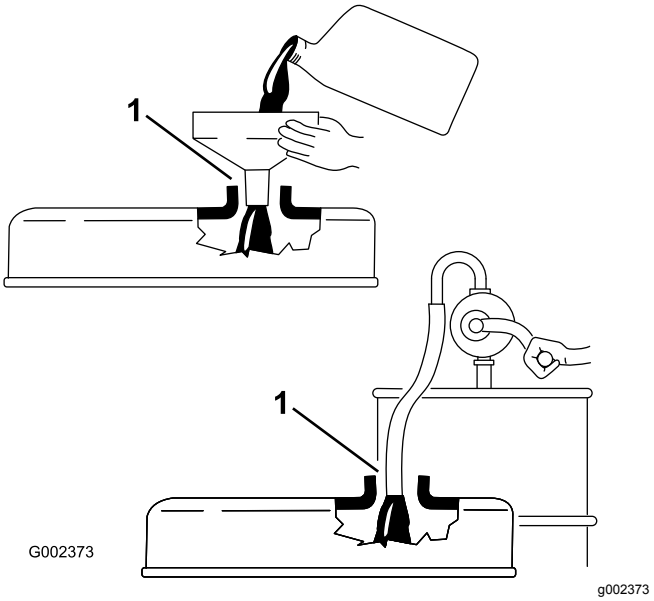

**Bild 36**
***Wichtig:*** **Beim Auffüllen von Motoröl oder Einfüllen von Öl muss ein Abstand zwischen dem Öleinfüllgerät und dem Öleinfüllstutzen in der Ventilöffnung bestehen, siehe Bild 36. Dieser Abstand ist für die Belüftung beim Einfüllen erforderlich und verhindert, dass Öl in den Entlüfter überläuft.**